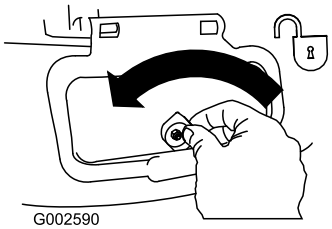

**Figur 33**
1. Lås sideudblæsningspladen op (Figur 33).